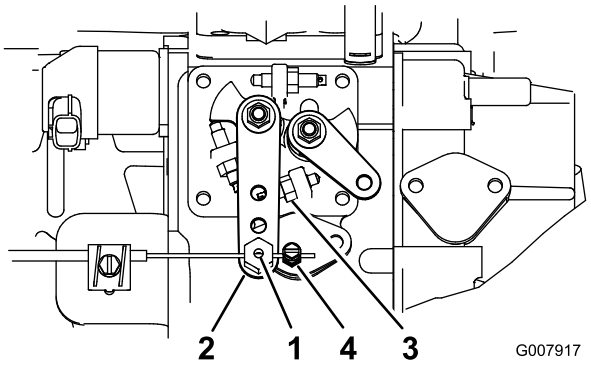

Figur 53
2. Løsn monteringsskruen til gaskablet på gashåndtagskablet ved siden af indsprøjtningspumpens løftearm (Figur 53).
3. Hold indsprøjtningspumpens vippearm mod det høje tomgangsstop (Figur 53).